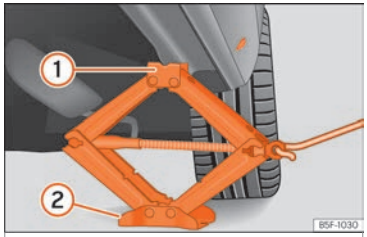

Fig. 77 Colocação do macaco.
- Rode a manivela do macaco*, colocado por baixo do ponto de apoio da longarina, para levantá-lo até que o ressalto (1) ››› Fig. 77 se encontre por baixo da zona que lhe corresponde.
- Alinhe o macaco* de forma que o ressalto (1) «fique encaixado» na zona da longarina que lhe corresponde e que a placa base móvel (2) fique apoiada no chão. A placa base (2) deve ficar colocada na vertical, relativamente ao ponto de apoio (1).